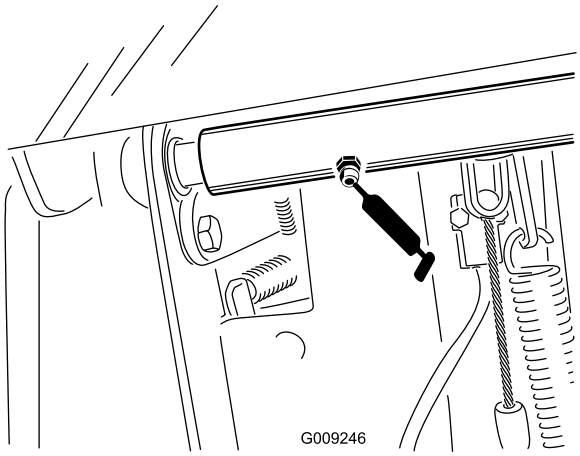

図 37
- ブレーキペダルのピボットシャフトのベアリング2ヶ所図 37